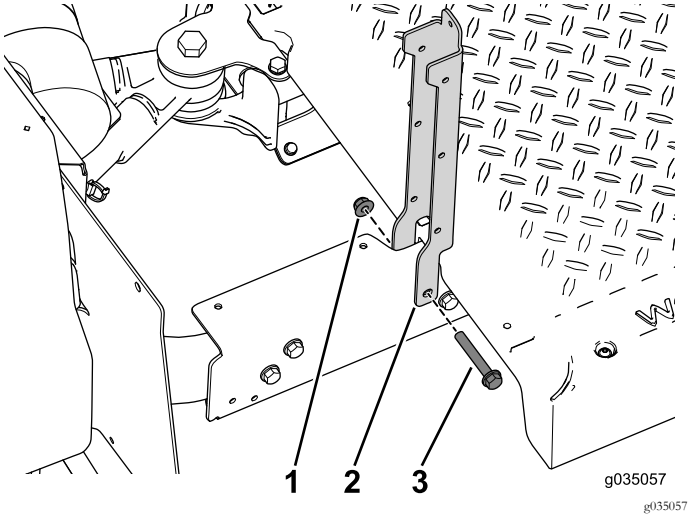

Figura 38
2. Utilizzate i 2 bulloni (3/8" x 2½") e i dadi flangiati per fissare i supporti del sedile sulla sezione posteriore della macchina (Figura 38).